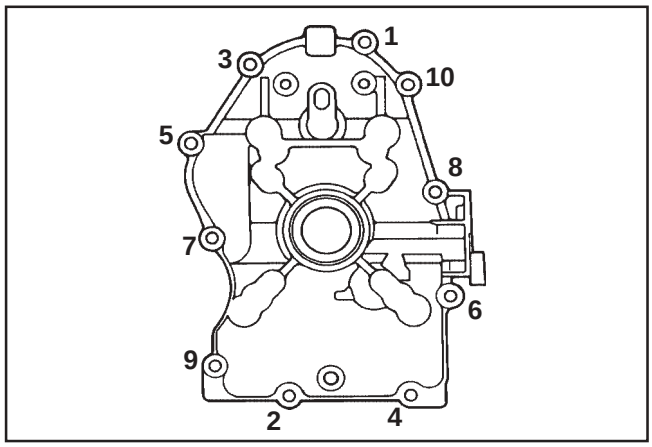

Figure 11-21. Closure Plate Fastener Torque Sequence.
6. Install the ten hex flange screws securing the closure plate to the crankcase. Torque fasteners in the sequence shown in Figure 11-21 to **24.4 N·m (216 in. lb.)**. On some engines one of the ten mounting screws is plated. The plated screw is typically installed in the #6 hole shown in Figure 11-21.